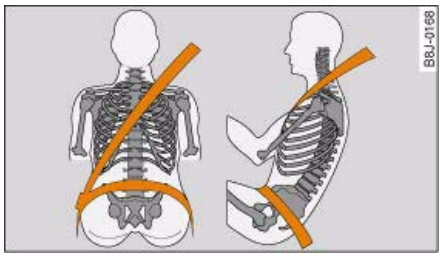

Fig. 210 Adjusting shoulder and lap belt ▶
- **The diagonal part of the belt should never be positioned across the neck, but roughly over the centre of the shoulder; it should fit closely against the upper part of the body. The lap part of the belt must be worn tightly across the hips, and not over the abdomen ⇒ *page 197,* fig. 210. Pull the belt tight if necessary to take up any slack.**